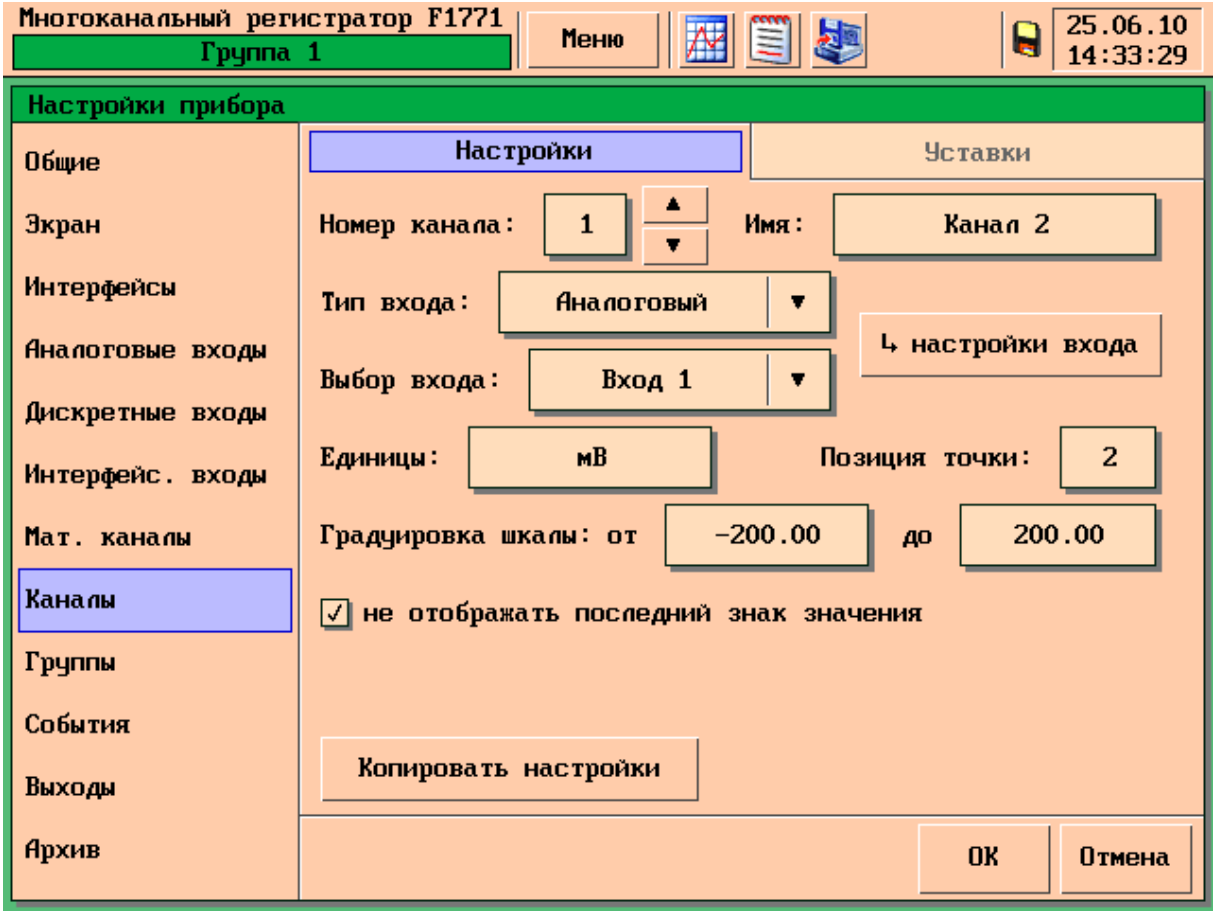

Рисунок 40 – Раздел меню «Каналы», вкладка «Настройки»
5.9.1 Вкладка «Настройки», позволяет настраивать параметры каналов прибора, см. рисунок 40.